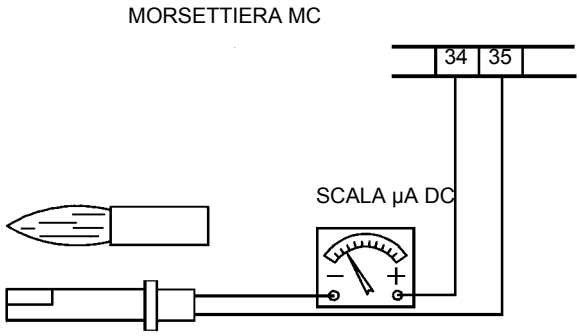

Fig. 11
- esame e pulizia accurata della fotoresistenza rilevazione fiamma, se necessario sostituzione. In caso di dubbio verificare il circuito di rilevazione, dopo aver rimesso in funzione il bruciatore, seguendo lo schema in Fig. 11;
Per misurare il segnale di rilevazione seguire lo schema in Fig. 11. Se il segnale non rientra nei valori indicati, verificare i contatti elettrici, la pulizia della testa di combustione, la posizione della fotoresistenza e, eventualmente, sostituire quest'ultima.